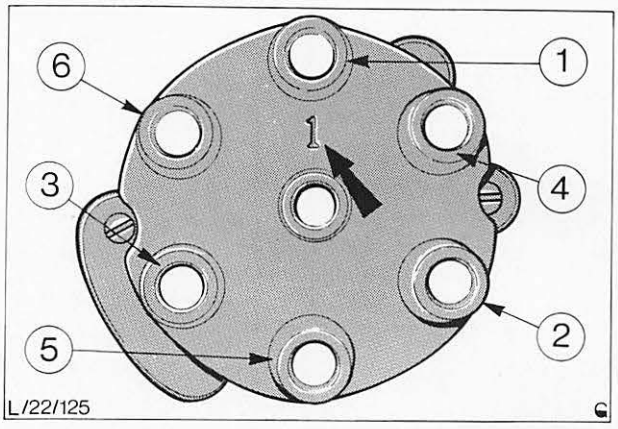

Abb. 47 Motorcraft-Verteilerkappe des kontaktlosen Zündverteilers mit Verteiler-Festelektroden
6. Zündkabel in der richtigen Reihenfolge anschließen, Abb. 47.